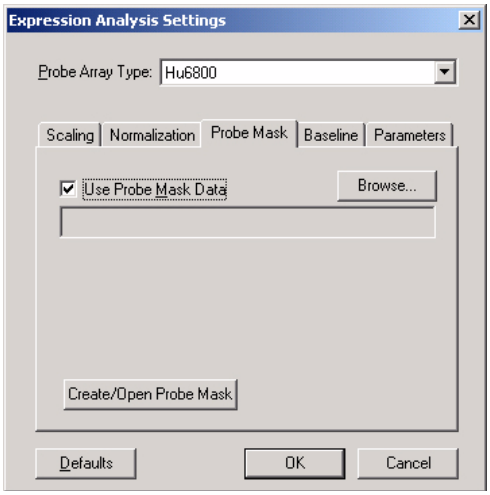

Figure G.48
1. In the Probe Mask tab, click **Create/Open Probe Mask** **(Figure G.48)**.